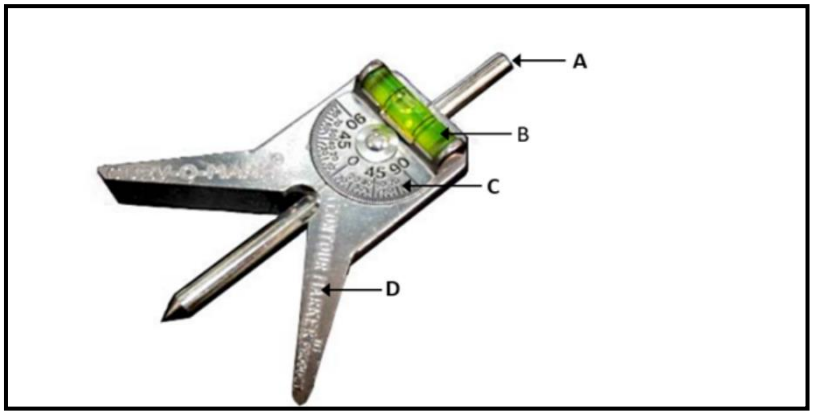

**FIGURE 4**
4.1 FIGURE 4, DIAGRAM SHEET 1 (attached), shows an outside view of a centre finder. Name the parts marked A to D by only writing the correct answer next to the letter (A–D) in the ANSWER BOOK. (4)